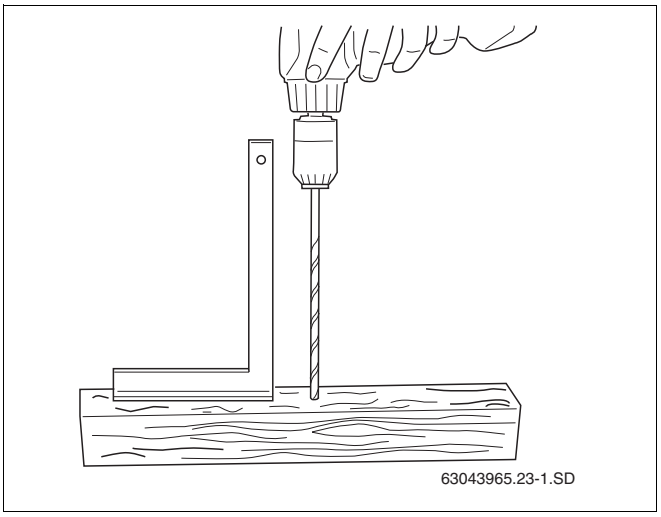

Рис. 22 Изготовление шаблона
- Используйте брус длиной 0,50 – 1,00 м. Вертикально просверлите в брусе сквозное отверстие Ø 6 мм (рис. 22).